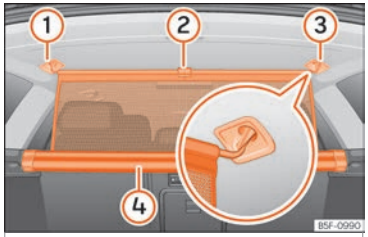

Fig. 179 In the boot: securing the partition net.
- Pull up handle ››› Fig. 179 ② to remove the net from the casing ④.
- Hook in the net partition on the right side (3) (magnified image).
- Hook in the net partition in the left side housing (1) pulling the rod.